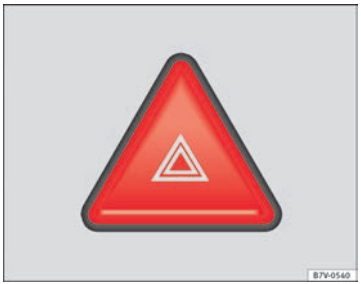

Fig. 133 Planche de bord : Touche d'activation et de désactivation des feux de détresse.
2. Allumez les feux de détresse grâce à la touche ⇒ fig. 133.